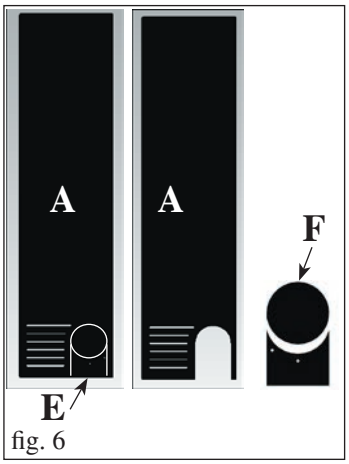

fig. 6
Asportare il diaframma pretagliato (E - fig. 6) dal fianco metallico (A), in precedenza smontato, per consentire il passaggio del tubo uscita fumi (non in dotazione).
Dal diaframma E (fig. 6) asportare la porzione F (fig. 6).